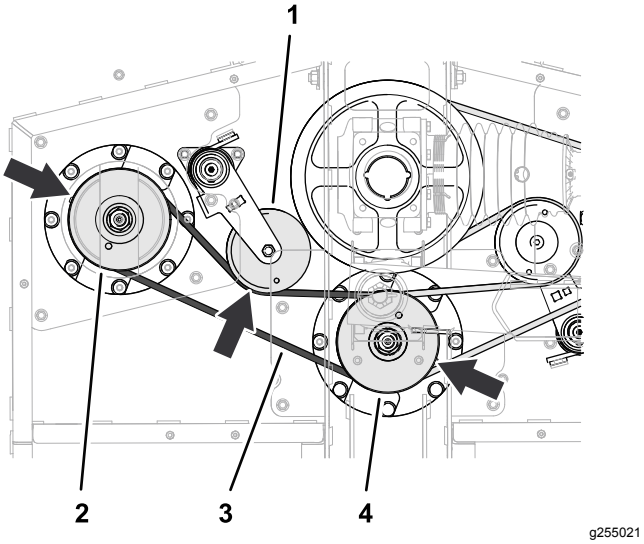

Rysunek 67
1. Poprowadź krótki pasek wokół koła pasowego lewego wrzeciona i dolnego rowka koła pasowego środkowego wrzeciona (Rysunek 67).
2. Przy pomocy pokrętła do klucza nasadowego lub podobnego narzędzia obróć napinacz w lewo i nasuń pasek na koło napinające (Rysunek 67).